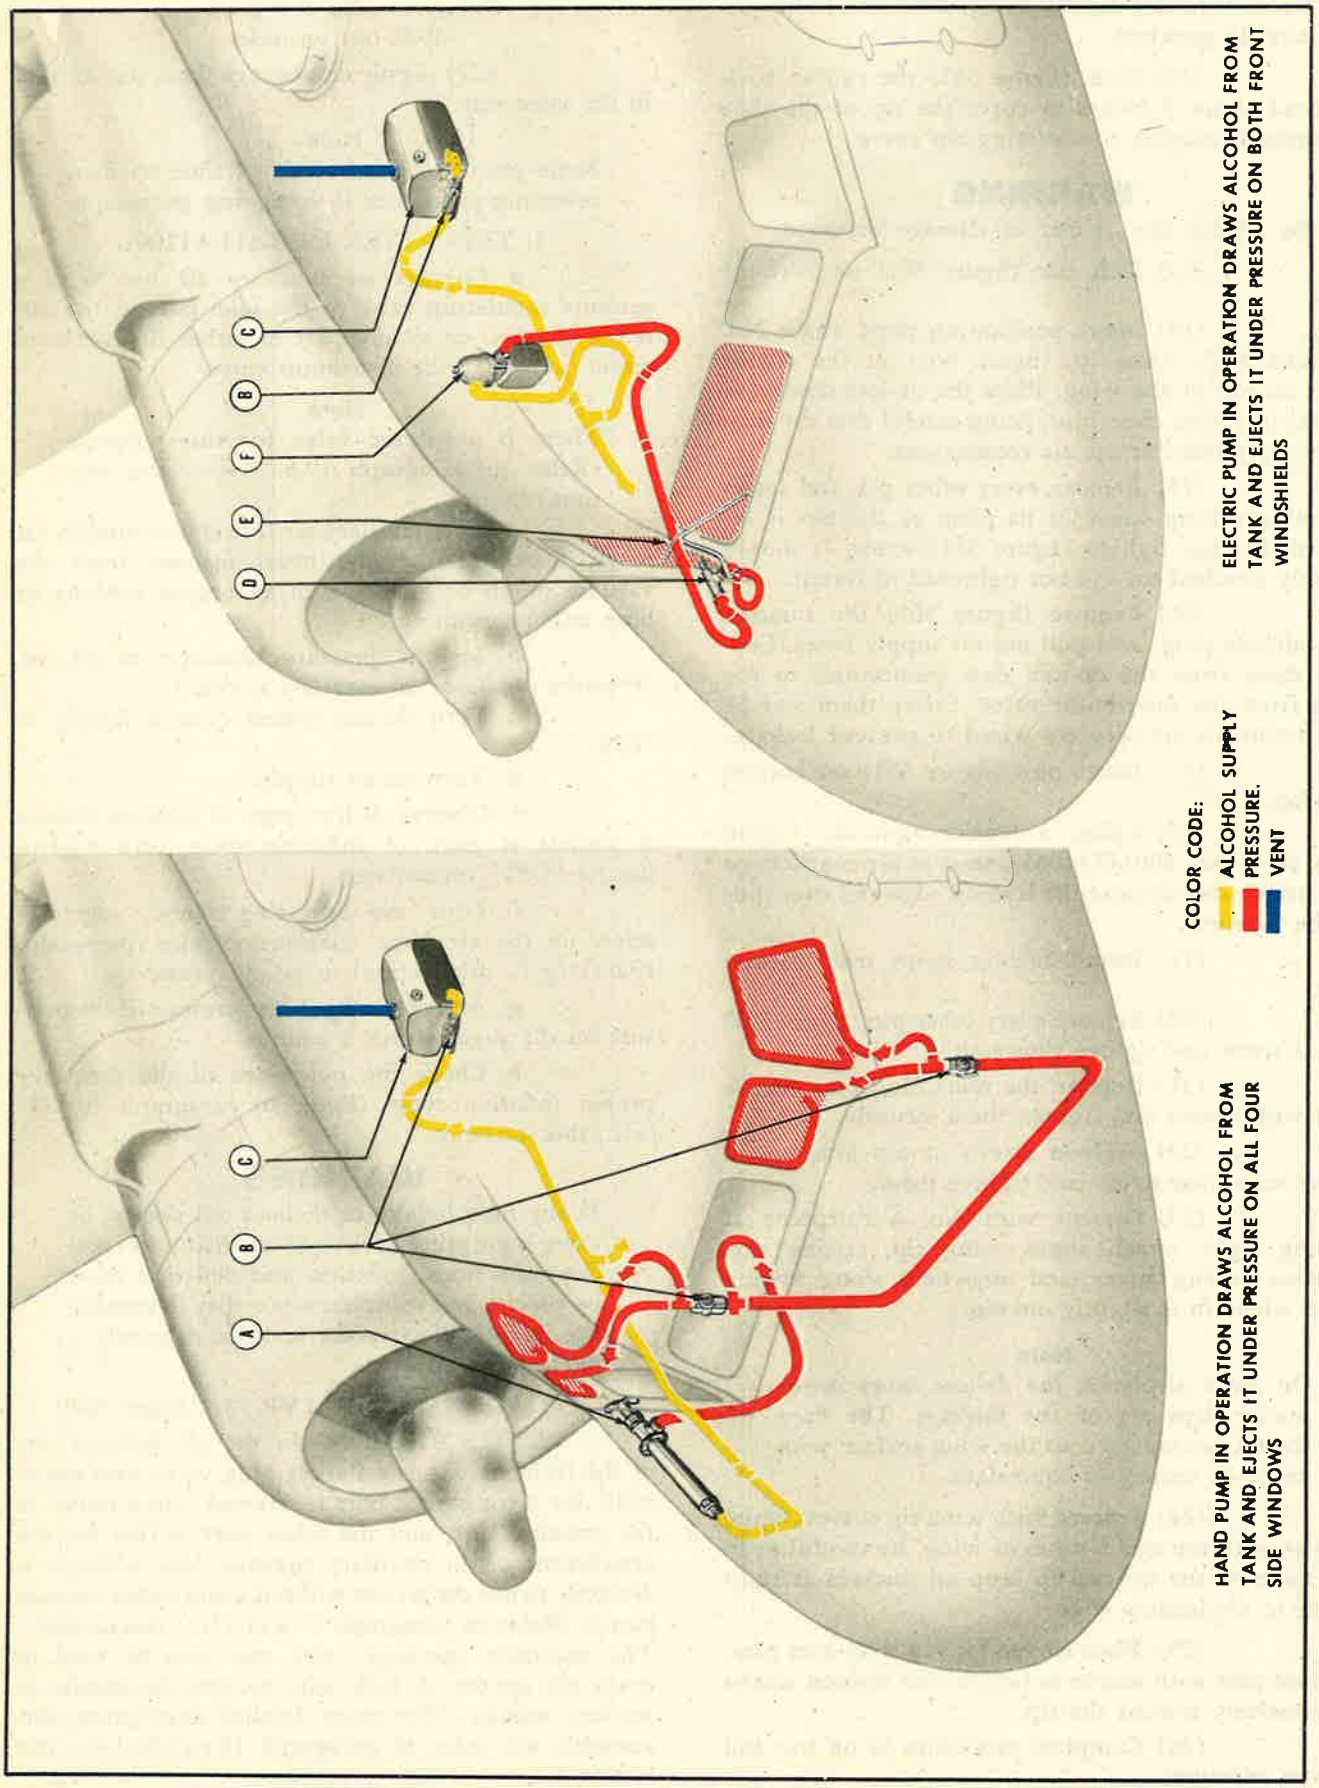

Figure 562—Windshield Anti-Icer System
KEY TO FIGURE 562
c. ANTI-ICING.—When heat or alcohol is used to prevent ice formation on various parts of the airplane, such ice-preventive measures are called anti-icing (refer to paragraph 19*.a.* preceding, this section). Two sources of heat are employed in this airplane, either to melt ice or to prevent its formation. One source is the exhaust gases generating hot air. The hot air is used to defrost the windshields (refer to paragraph 16*.d.*(15) and (16), this section); and to maintain carburetor temperature above a fixed minimum (refer to paragraph 6*.c.*(1), this section). The other source is an electrical current generating heat to prevent ice from forming on the pitot tubes (refer to paragraph 14*.c.*(8) and 14*.j.*(8), this section). Alcohol, having a considerably lower freezing point than water, is an ideal anti-icing solvent. Whenever alcohol is mixed with the vapor in the air, the result is the requiring of a much lower temperature to freeze the mixture. This paragraph directly concerns only this principle of anti-icing and includes the windshield, propeller, and carburetor anti-icer systems.
(1) WINDSHIELD ANTI-ICER SYSTEM. *(See figure 562.)*
(a) GENERAL.—The purpose of the windshield anti-icer system is to furnish alcohol to the outside of all six windshields to prevent ice from forming and maintain clear visibility. This system contains two units: the first unit sprays alcohol from a supply tank (C, figure 562) by means of a hand pump (A, figure 562) onto the two right and left side windshields; the second unit spurts alcohol from the same tank by means of an electric pump (F, figure 562) onto the front windshields.
(c) SHUT-OFF VALVE. *(See B, figure 562.)*